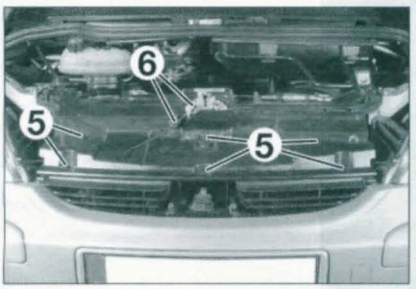

FIGURE 11-3
• Déposer les clips de fixation du cache supérieur (5) et désaccoupler le câble de commande d'ouverture de capot (6) **(figure 11-3)**.